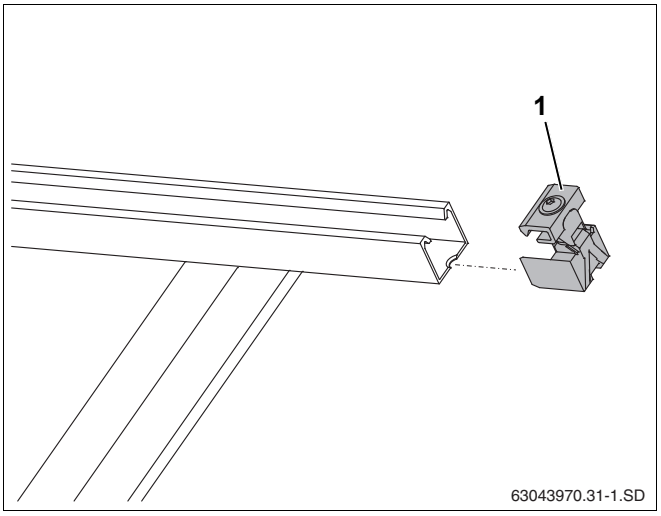

Рис. 45 Установка одностороннего зажима
- Вставить односторонние зажимы (рис. 45, **поз. 1**) в профильные рейки на правый стороне поля коллекторов до фиксации их в первом про-дольном отверстии профильной рейки.